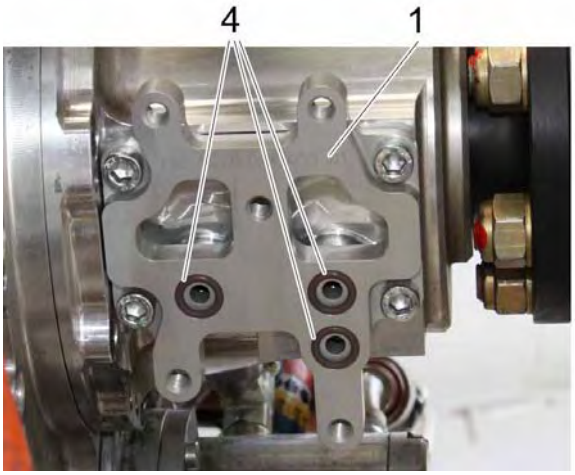

Figure 12
6. Fit one O-ring (item 4) into each of the three designated places at the adapter plate (item 1). See Figure 12.